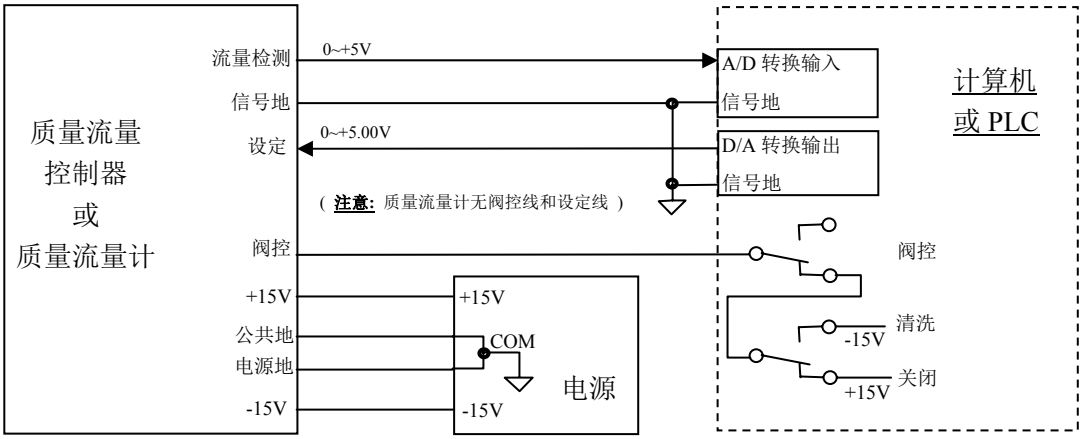

图 10. 直接与计算机连接的接线方法
如果还需要计算机实现“阀控”线的关闭和清洗功能，可以用两个继电器的（两组）转换触点来实现。一个继电器控制“关闭”，一个继电器控制“清洗”，两个继电器都不动作则为自动控制。注意不能因两个继电器同时动作时引起电源短路，推荐使用图 10 的继电器触点接线方式。
b. 流量计直接与计算机连接的接线方法，见图 10。
如果需要计算机实现“阀控”、“关闭”和“清洗”功能，推荐使用图 10 的阀控线与继电器触点之间的接线方式。
参照图 1 和图 10，在流量计预热稳定以后，即可启动程序进行工作。